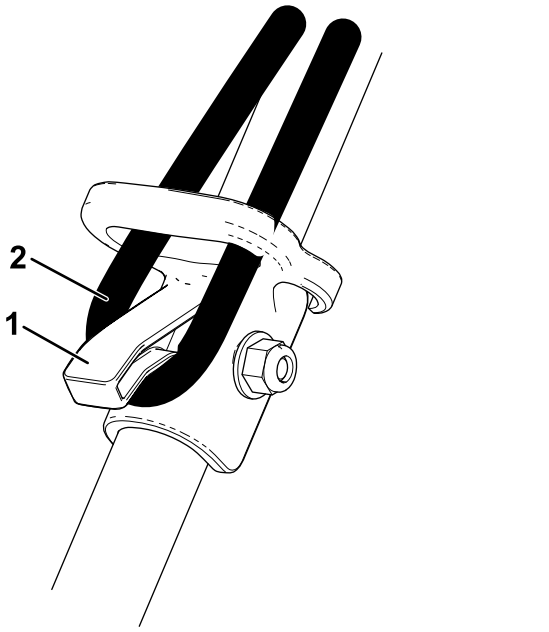

**Figur 9**
**Merk:** Fest skjøteledningen i ledningslåsen på det øvre håndtaket før du kobler den til maskinen, slik at den ikke frakobles ved et uhell under bruk (Figur 9).